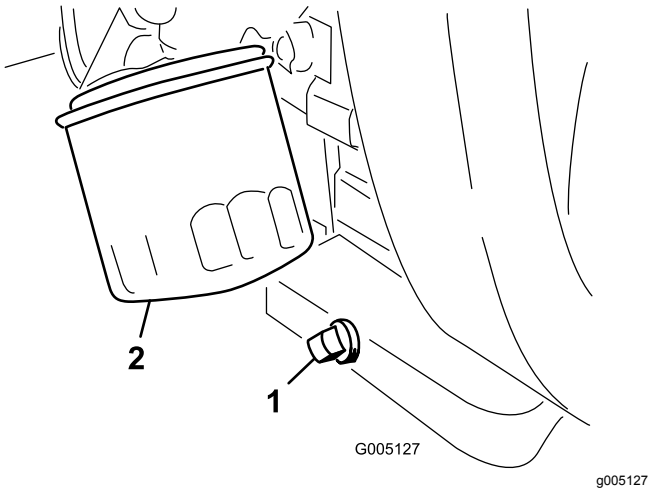

Figur 31
1. Ta bort avtappningspluggen (Figur 31) och låt oljan rinna ned i ett avtappningskärl.
2. Rengör gängorna på avtappningspluggen, stryk på PTFE-tätning och sätt tillbaka avtappningspluggen (Figur 31).
3. Avlägsna oljefiltret (Figur 31).